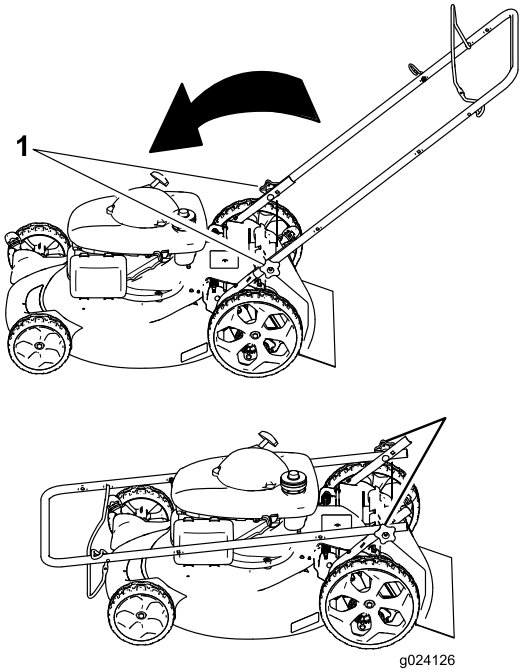

Figura 22
1. Afloje los pomos del manillar hasta que pueda mover el manillar libremente (Figura 22).
1. Pomo del manillar (2)
2. Mueva del manillar hacia adelante según se indica en Figura 22.